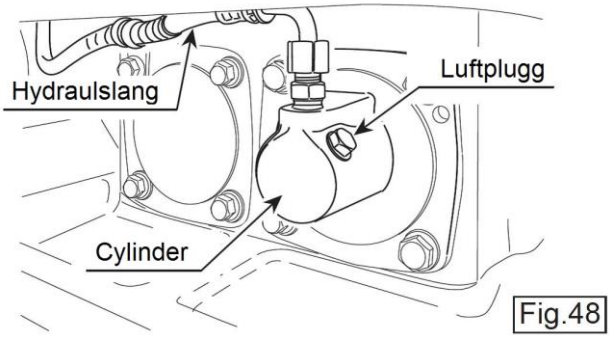

Fig.48
4. Ta loss luftpluggen på cylindern. Olja kommer att bubbla ut. Skruva fast pluggen ordentligt när det slutat att komma luftbubblor ur hålet. (Fig. 48)